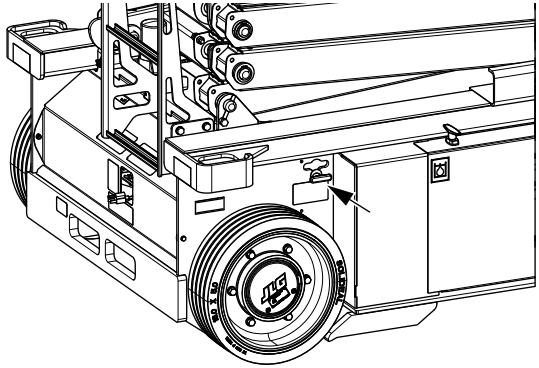

**Figure4-1. Emplacement de la commande de descente manuelle (Arrière droit de la machine - Toutes les machines)**
1. Repérer la **poignée en T de commande de descente manuelle**. (Voir Figure 4-1.)